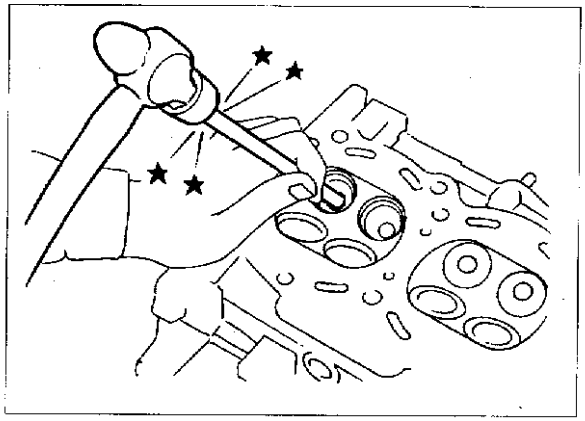

图 2-6-21
b. 用压力机（压力 20kN）或榔头等适当工具拆卸气门导管，见图 2-6-21。